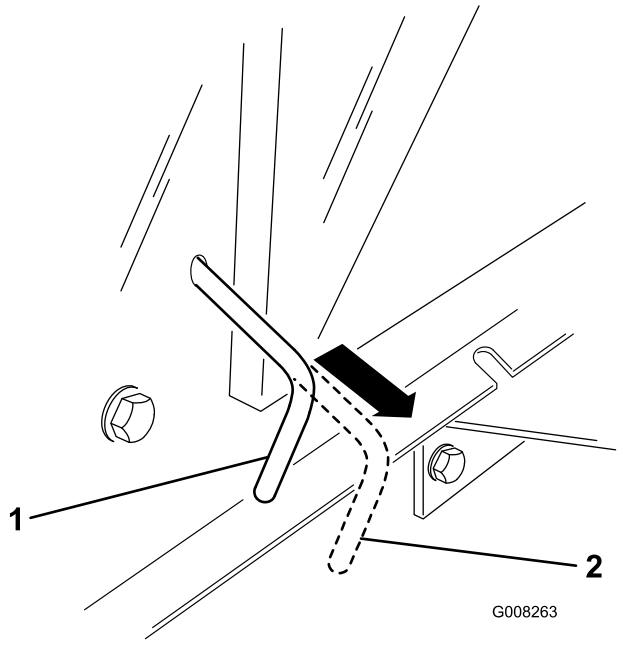

Figur 16
Merk: Dette kobler fra drivkraftsystemet og lar hjulene rulle fritt (Figur 16).
2. Dytt drivkontrollen til bruksposisjonen (Figur 16) for å kople til drivsystemet.